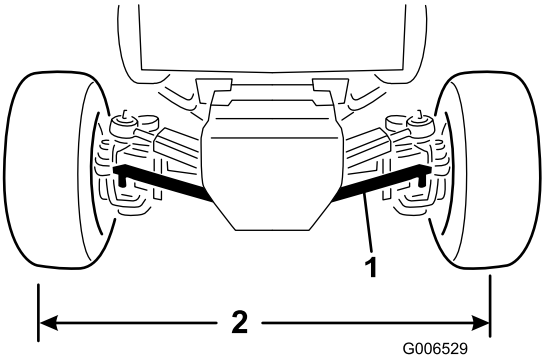

Figuur 59
2. Verwijder de moeren van één van de kogelverbindingen van de spoorstang die bevestigd zijn aan de bevestigingsbeugel van de as en haal de kogelverbinding los van de as (Figuur 59).
4. Draai de kogelverbinding verder of terug totdat de afstand hart-op-hart aan de voorzijde en achterzijde van de achterwielen gelijk is (Figuur 59).